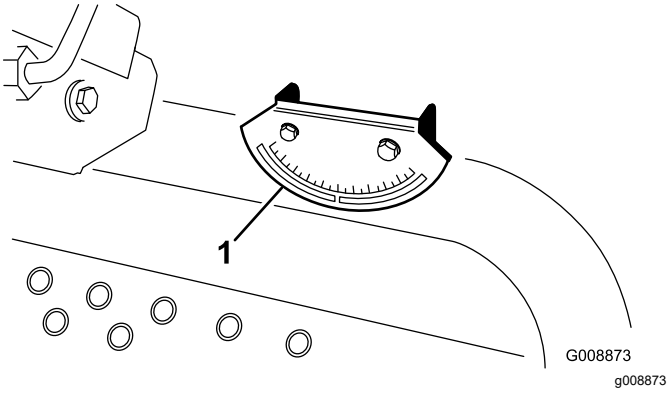

Figur 7
4. Kontroller hældningsindikatoren, der er monteret på maskinens ratrør (Figur 7).